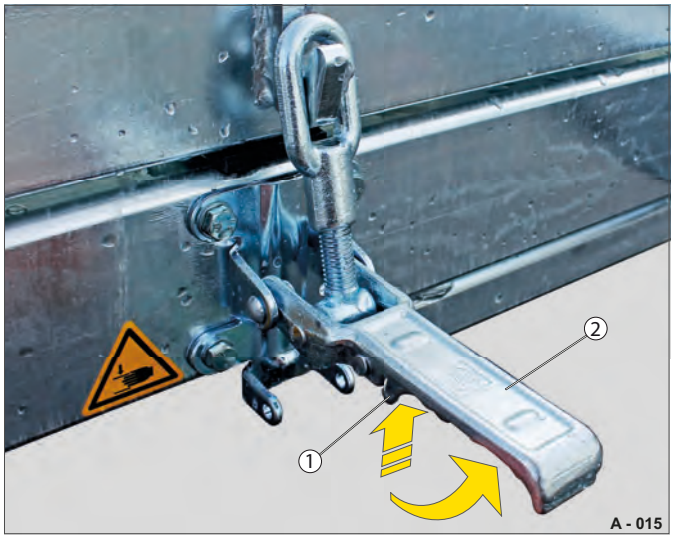

Fig. 3 Excenterlukning låst op
▶ Tryk sikringen (Fig. 3 /1) ind.
▶ Træk lukkehåndtaget (Fig. 3 /2) op.